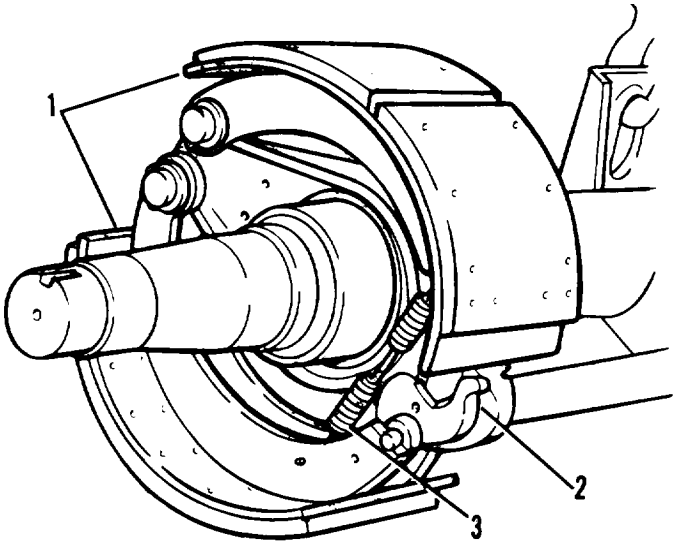

Figure 4-23. Internal brakes
(1) The internal brakes are located within the brake drums. Each internal brake has two brake shoes (1, figure 4-23). The outer surfaces of the brake shoes are fitted with brake linings. Each shoe is anchored at one end on an anchor pin on which it pivots. The other end of each shoe is free to be pushed out or pulled.
(2) An S-shaped cam (2) on the end of the camshaft is mounted between the free ends of the two shoes (1). Rotation of the cam (2) forces the shoes (1) out causing the brake linings to contact the drum.
(3) A brake shoe tension spring (3), near the free ends of the brake shoes, retracts the brake shoes (1) from the drum and holds them in a retracted position until the brakes are applied.